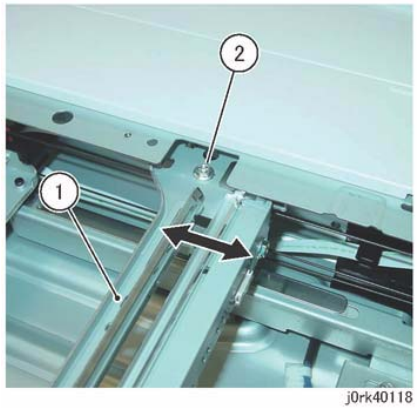

Figure 3 Full Carriage Cable
6. Unfasten the Full Rate Carriage from the Carriage Cable. (Figure 3)